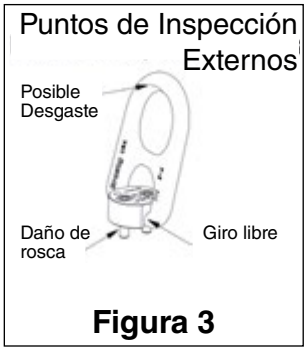

Figura 3
- Inspeccione regularmente las piezas del cáncamo (Figura 3).